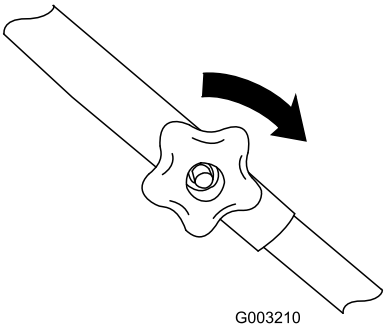

Figur 4
3. Monter boltene og det øverste håndtags knapper, således at knapperne sidder udvendigt på håndtaget, og spænd så knapperne så meget, som du kan (Figur 4).